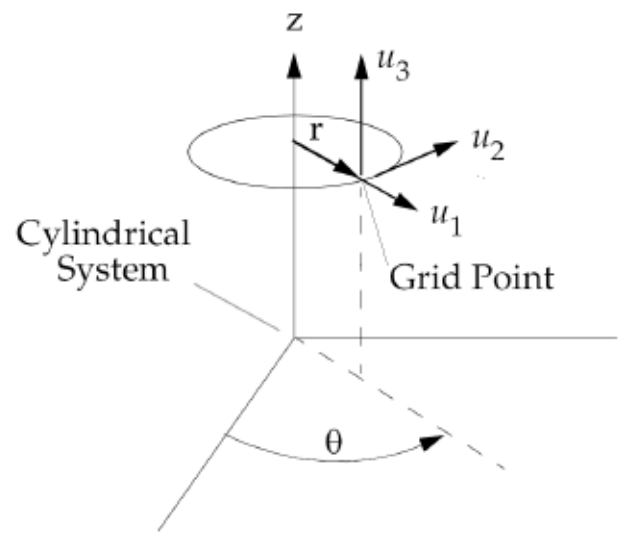

Figure 11-14. OFFSET Coordinates
- The specification of offset vectors is not recommended with nonlinear solutions, SOLs 106, 129, 153, and 159. When geometry nonlinear conditions exist (PARAM,LGDISP,1), the offset vectors remain parallel to their original orientation when computing the differential stiffness. Also, when material nonlinear conditions are defined with the MATS1 entry, the offset vectors may produce incorrect results. As a result, the specification of offset vectors is not permitted in these solutions. However, setting SYSTEM(463) to 1 will disable the FATAL error message and the analysis will be allowed to continue (with offset vectors remaining parallel to their original orientation). The use of this system cell may generate incorrect results. Loading conditions that generate follower forces should not be used when SYSTEM(463) = 1. Use PARAM,FOLLOWK,NO if follower boundary conditions are specified.
8. Element offsets are defined in a Cartesian system located at the connecting grid point. The components of the offsets are always defined in units of translation, even if the displacement coordinate system is cylindrical or spherical. For example, in Figure 11-14, the grid point displacement coordinate system is cylindrical, and the offset vector is defined using Cartesian coordinates u1, u2, and u3 in units of translation.